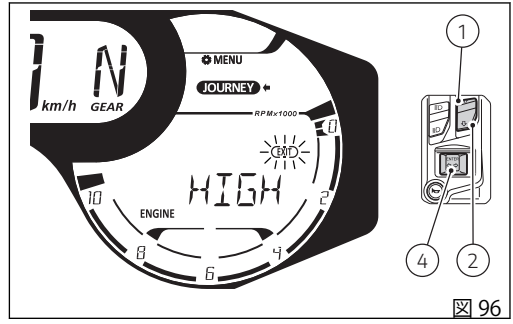

図 96
インストルメントパネルには新しく設定したレベルが表示され、“EXIT” の枠が点滅します (図 96)。この時点でボタン (4) を押すと、前の画面に戻ります。